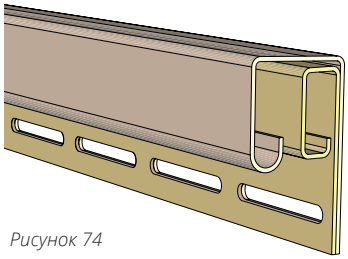

Рисунок 74
17.1 Под металлическим отливом оконного или прочего проема, под карнизным свесом монтируется J-профиль, совмещенный с финишной планкой (рис. 74).